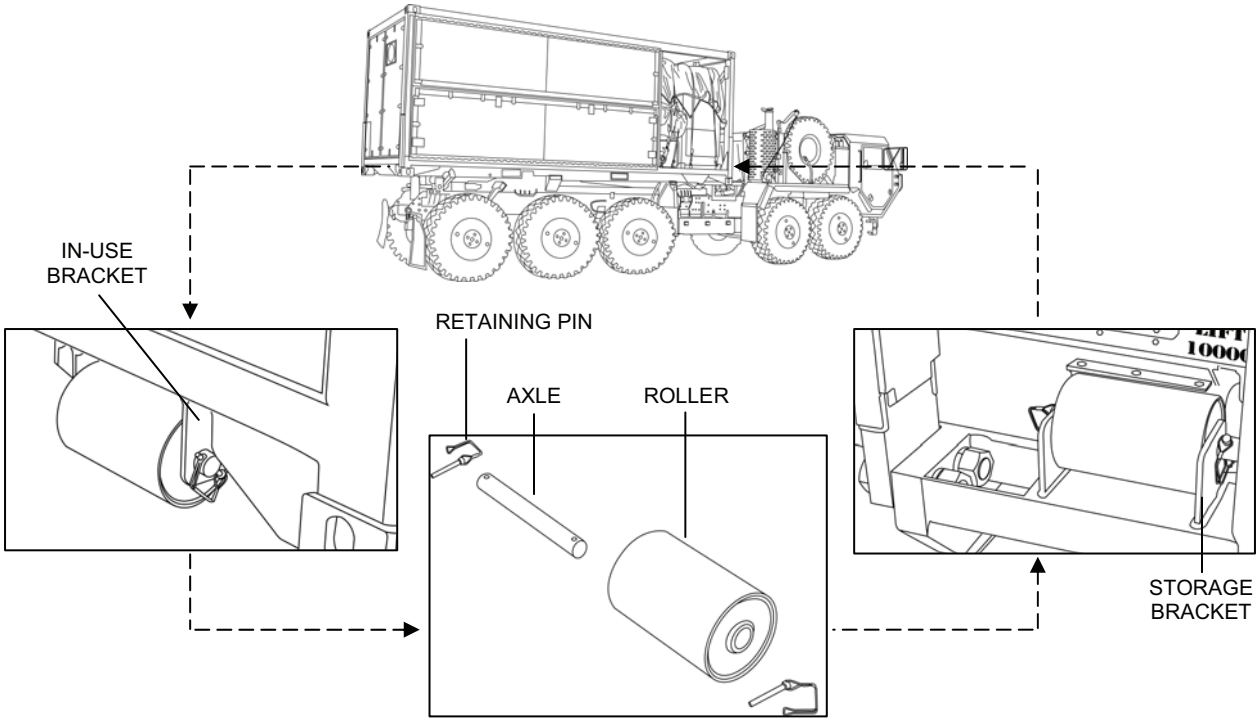

Figure 1. Flat Rack Roller Storage.
1. Remove both rollers from the in-use brackets at the operator station end of the flat rack as follows (Figure 1):
2. Install both rollers in the storage brackets at the bail bar end of the flat rack as follows (Figure 1):